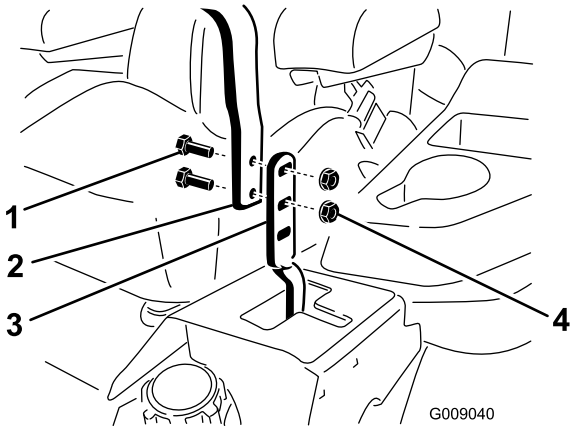

Figur 77
3. Lossa skruvarna och flänsmuttrarna som är monterade i reglagen (Figur 77).